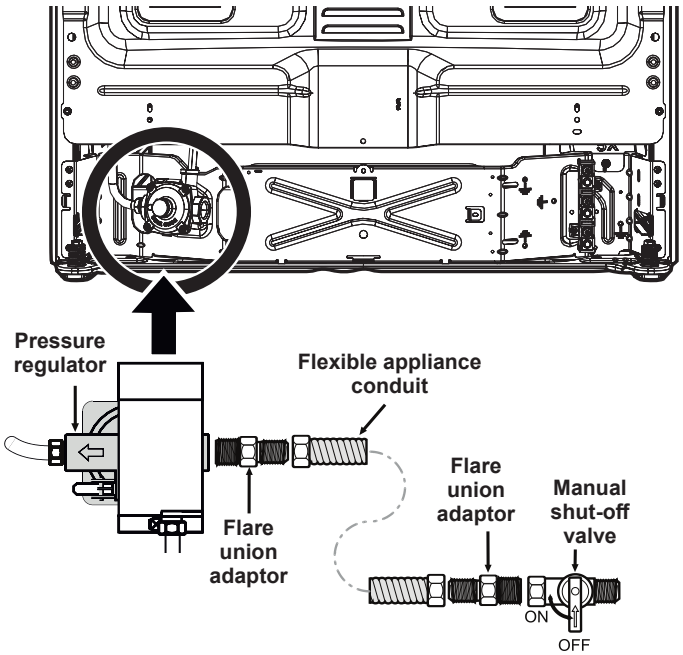

Fig. 8 - gas supply connections
a. Install an external manual gas shut-off valve to gas supply line in an accessible location outside of range. Be sure you know where and how to shut off the gas supply to the range (See Fig. 8).
b. Install 1/2” flare union adapter to gas pressure regulator using no more than 15ft./lbs. of torque (Refer to Fig. 8).
d. Install flare union adapter to external manual shut-off valve (See Fig. 8).
e. Attach flexible appliance conduit to flare union adaptor on shut-off valve (See Fig. 8).